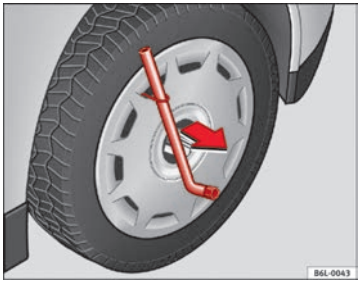

Fig. 132 Remove the complete hub cap
– Remove the wheel cover using the wire hook ⇒ fig. 132.